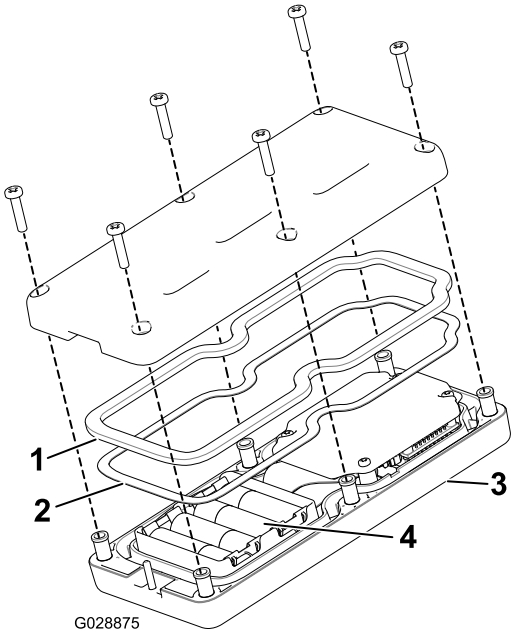

Figur 18
2. Sæt batterierne i batterirummet, og sørg for at forbinde med de rigtige poler. (Hvis batterierne ikke installeres korrekt, vil det ikke beskadige enheden, men den vil ikke virke.) I batterirummet findes der mærkater, der viser batteriernes poler (Figur 18).
3. Sørg for, at stålpakningen og gummipakningen er placeret i kanalen i styreenheden, og sæt bagdækslet på plads (Figur 18).
4. Fastgør dækslet med seks skruer (Figur 18), og tilspænd dem til et moment på 1,5 til 1,7 N-m.